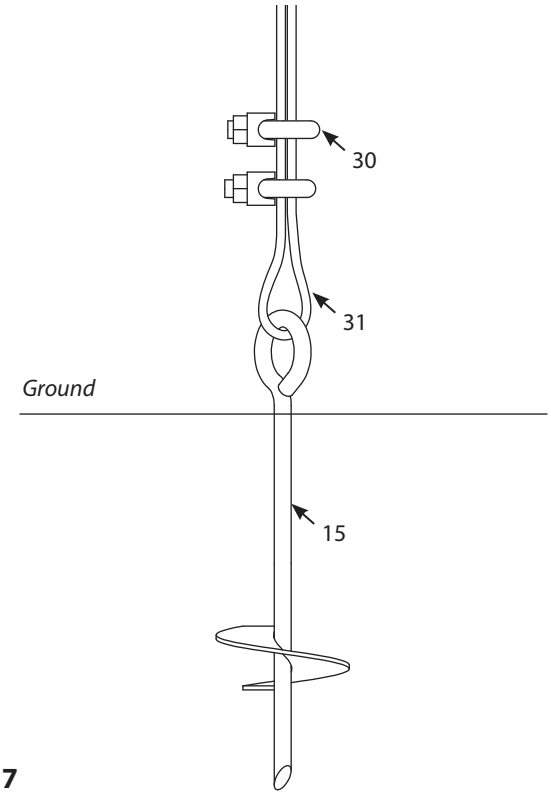

FIGURE 17
17. After the platform has been leveled, to secure the tower to the ground, first start the auger (15) into the ground directly under the center of the platform by using one of the ground stakes (14) as a "T" handle through the loop in the top of the auger to help partially screw it in. Leave approximately 6" of the auger above the ground at this time.
Attach cable (31) to the auger with two cable clamps (30) as shown. **SEE FIGURE 17.** Screw the auger further into the ground until the cable is pulling down tightly on the platform.